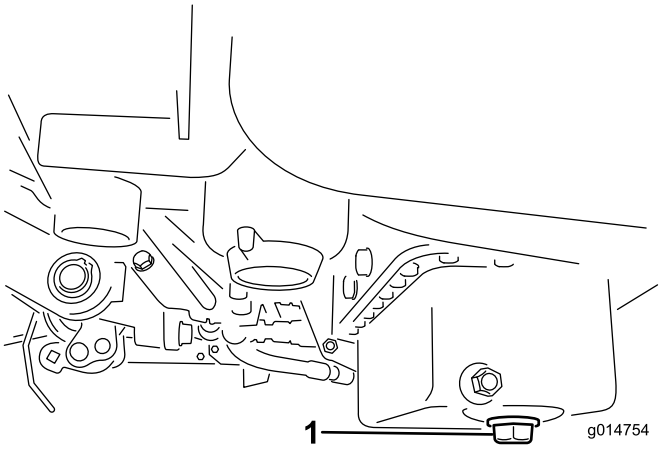

Figur 42
1. Ta bort avtappningspluggen och låt oljan rinna ned i ett kärl. Sätt tillbaka avtappningspluggen när oljan har slutat rinna (Figur 42).